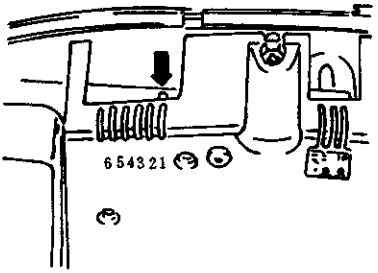

图 4—21
③诊断插座中有四个头并且在仪表板上设有指示灯的故障码读取，其电路见图 4—24。